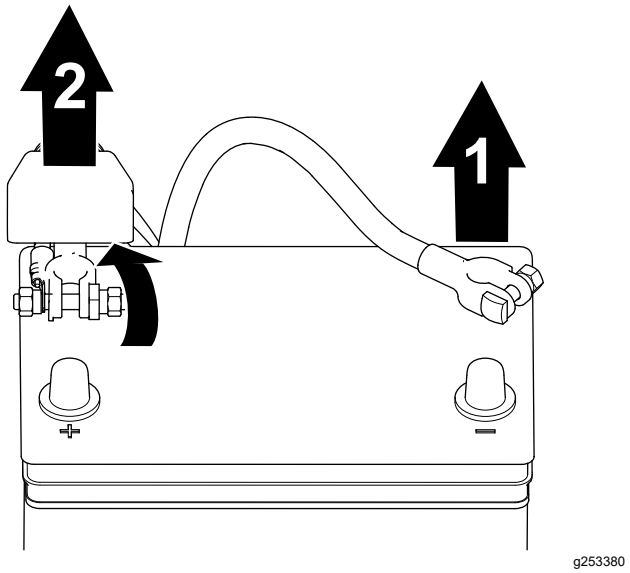

Figur 37
1. Ta bort batteriets minuskabel från batteripolen (Figur 37).
2. Lyft upp isolatorn och ta bort batteriets pluskabel från batteripolen (Figur 37).